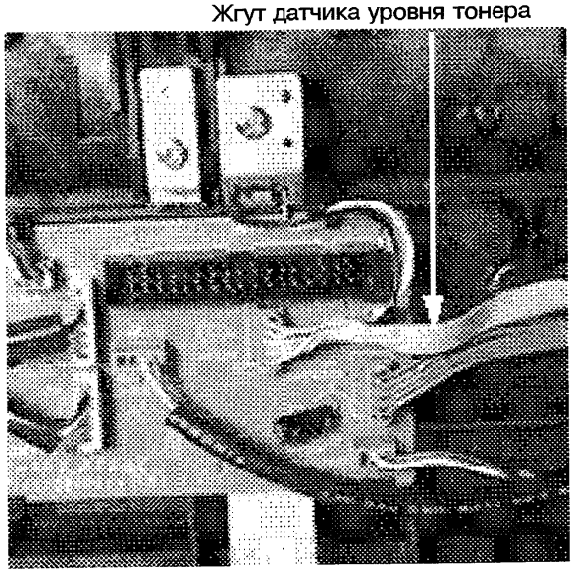

Рис. 4-15 **Жгут датчика уровня тонера**.
3. Отсоедините жгут датчика уровня тонера от разъема J2 интерфейсной платы принтера (рис. 4-15).